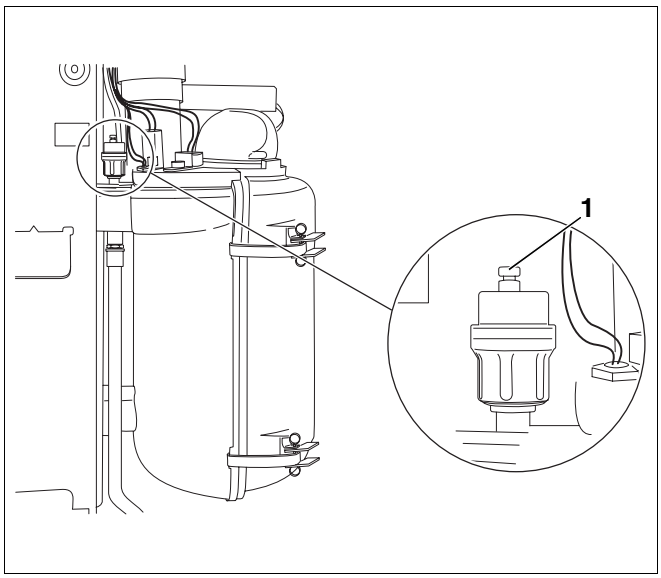

Rys. 23 Odpowietrznik automatyczny
- Odkręcić kapturek odpowietrznika (rys. 23, **poz. 1**) automatycznego o jeden obrót, tak aby powietrze mogło uchodzić.